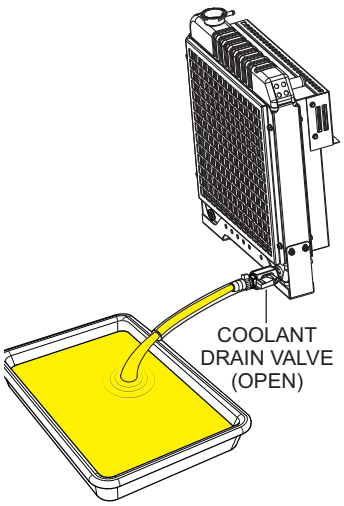

Figure 58. Draining The Engine Coolant
2. Place the **coolant drain valve** in the **OPEN** position (Figure 58) and allow the coolant to drain into a suitable container.